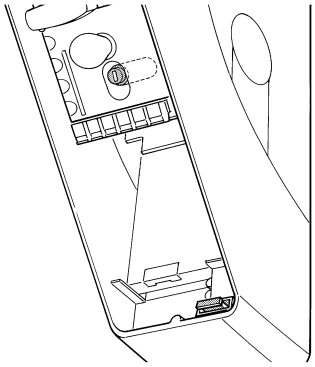

Рис. 15
- Убедитесь, что на привод Soon приходит питающее напряжение 230 в. Проверьте, чтобы предохранители F1 и F2 (**Рис. 15**) были исправными; если это не так, выявите причину неисправности и замените предохранители на исправные.